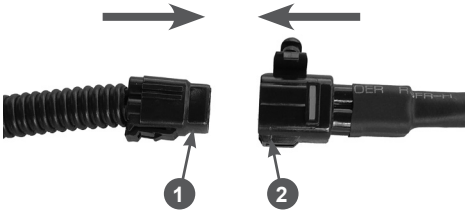

Рис. 25 Подключение электрооборудования панели
14. Соедините разъёмы цепи питания фары и обогрева рукояток (Рис. 25).